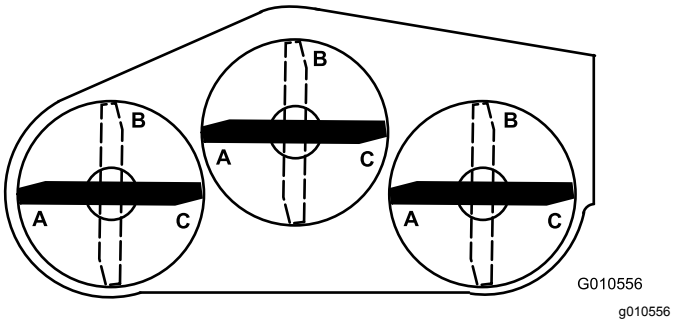
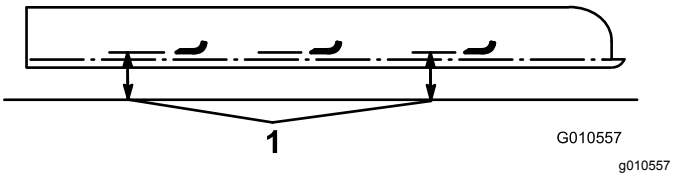

Figur 27
Figur 28
6. Plasser alle tre kniver i A-innstilling (Figur 27), mål fra bakken til bunnenden av hver knivtupp (Figur 28), og noter målingen.
7. Roter knivene til B-posisjonen (Figur 27), mål avstanden fra alle knivene til bakken og noter dimensjonene (Figur 28).
8. Roter knivene til C-innstillingen, mål og noter avstanden (Figur 27 og Figur 28).